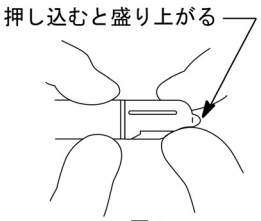

図4
(4)先端カバーの後端部がホワイトリングの端部に突き当たるまで押し込む。湾曲部の湾曲ゴムの最先端側を軽く指でつまみ、更に 1mm 程度押し込むと先端カバー先端部のゴムが図 4 のように盛り上がる。